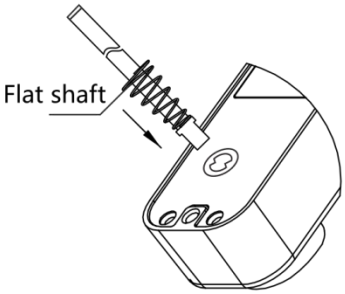

FIG7D
3) Insérez une extrémité de la tige plate avec un ressort de verrouillage dans le trou circulaire de la serrure du panneau avant (comme Fig 7D)